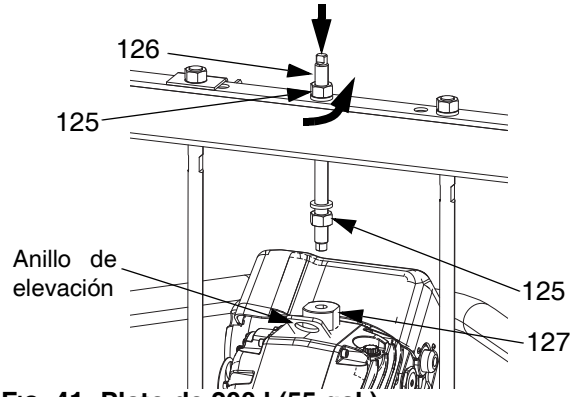

FIG. 41: Plato de 200 l (55 gal.)
5. Desconecte el controlador (AB):
a. Fije un dispositivo de izado seguro al anillo de elevación del controlador. Afloje la tuerca (125) debajo del travesaño.
b. Use una llave para sujetar el adaptador del anillo de elevación (127) en su sitio y afloje con otra llave la varilla roscada (126) encima del travesaño. Consulte la FIG. 41.